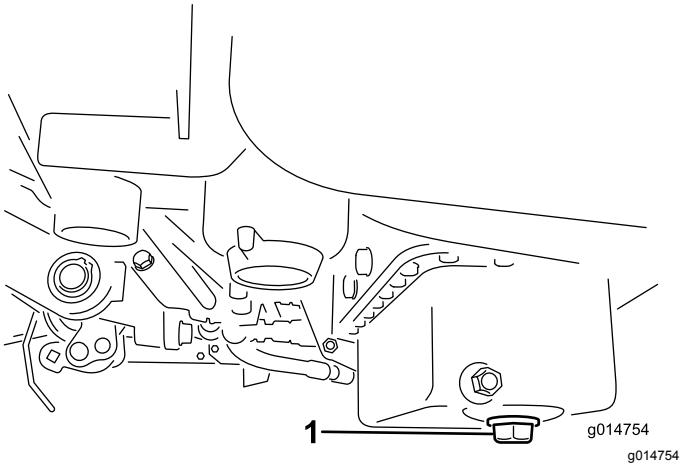

Rysunek 43
1. Odkręć korek spustowy i spuść olej do miski drenażowej. Zakręć korek, gdy olej przestanie wyciekać (Rysunek 43).